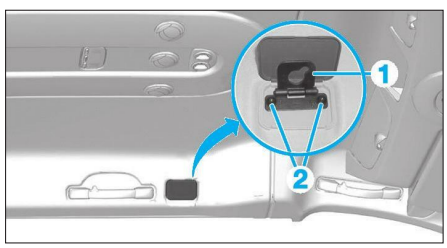

**Fig. 44**
• Ouvrir le support de fixation de filet de protection (1) et déposer les vis (2) **(Fig.44)**.